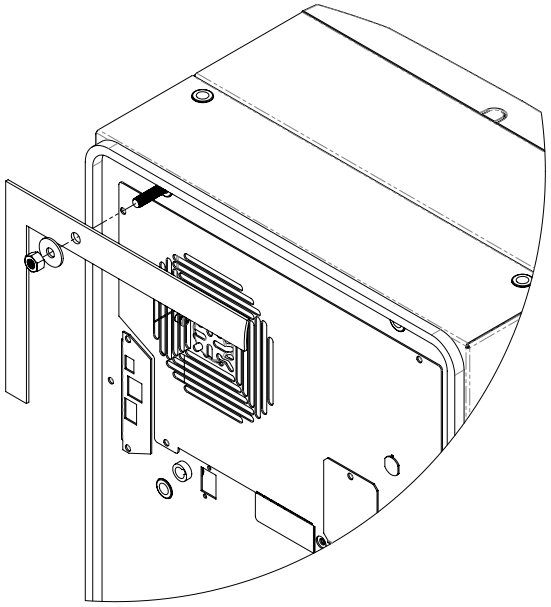

Ilustración 2
2. Atornille los pasadores prisioneros en las tuercas ciegas en la parte posterior de la unidad, véase Ilustración 2